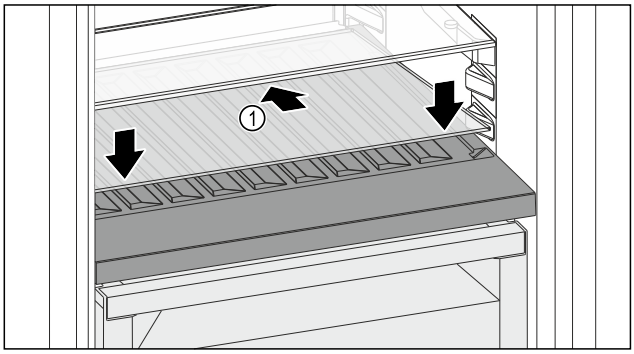

Fig. 182
▶ Așezați placa de sticlă *Fig. 182 (1)* oblic și spre spate înclinată în jos.
▶ Coborâți în față placa de sticlă *Fig. 182 (1)*.